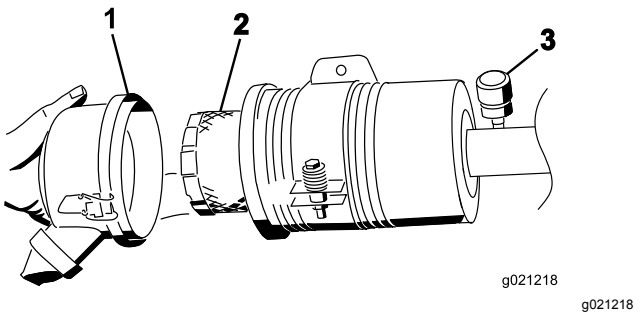

**Figur 73**
4. Ta ut og skift ut filteret (Figur 73).